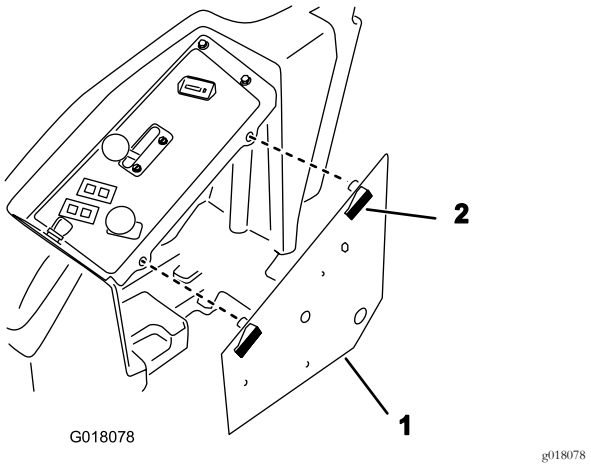

Figura 7
2. Destranque o conjunto do painel de controlo e coloque-o de lado (Figura 7).